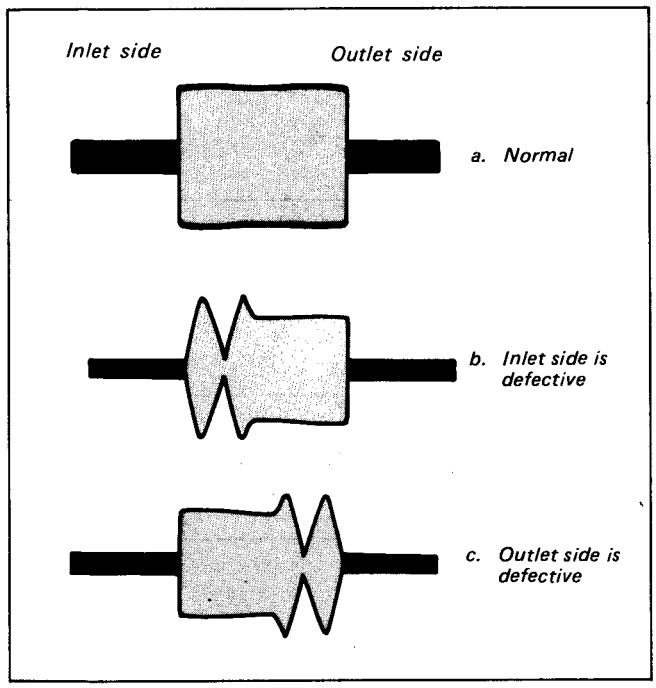

Fig. 2-52
6) Confirm that the oscilloscope RF waveforms are flat both on the inlet side and on the outlet side (See Fig. 2-52 a). If they are not flat, perform the adjustment in accordance with the following :
- If RF waveform is not flat on the inlet side (See Fig. 2-52 b).